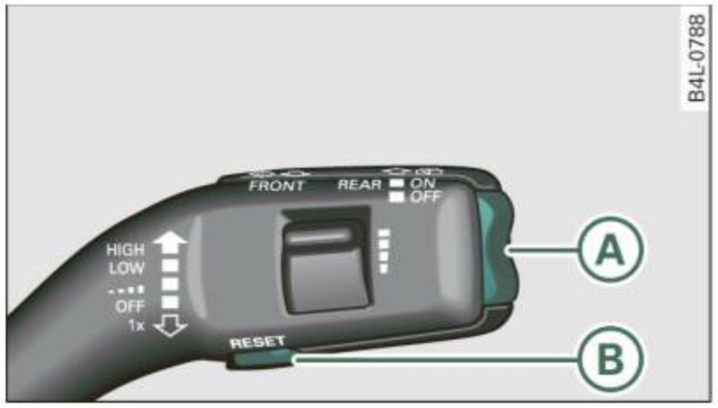

Fig. 12 Wiper arm/wiper lever: controls for the trip computer
You can switch between the trip computer 1 and 2 by pressing the Reset button (B) ⇒ *page 23,* fig. 12.
– Push in the upper (lower) protrusion on the function selector switch (A) ⇒ fig. 12. The functions for the trip computer are displayed in succession on the respective memory levels.